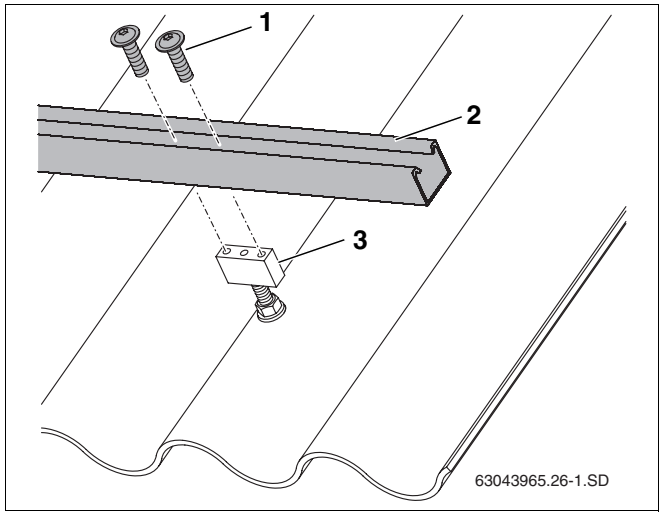

Abb. 25 Profilschiene an Haltebock befestigen
- Profilschienen (Abb. 25, **Pos. 2**) jeweils mit zwei Schrauben (Abb. 25, **Pos. 1**) befestigen.